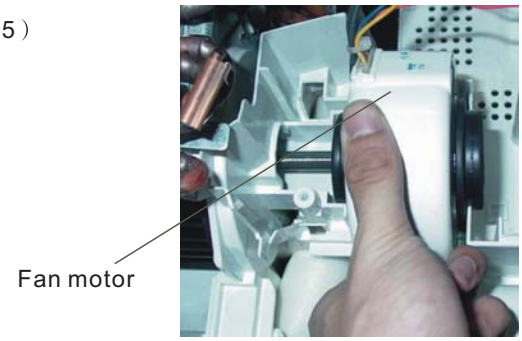

Fig 15
4. Lift up the indoor fan slightly, and then pull the fan motor out.（Fig15）